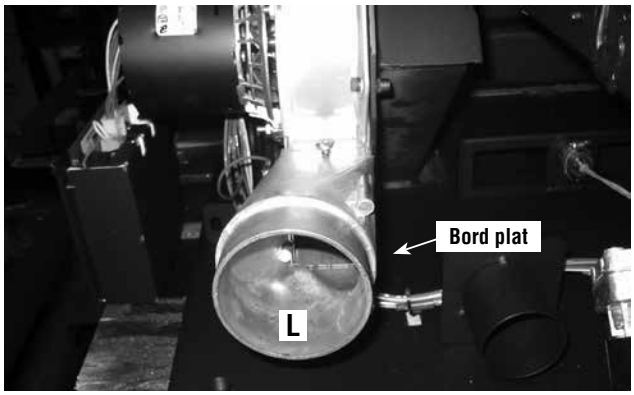

Figure 55
2. Veiller à ce que le bord plat soit orienté vers l'intérieur du poêle encastrable *(**figure 55**)*.